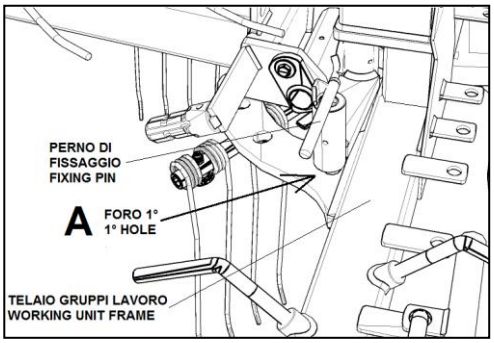

fig.2C
3. **Fig.2C** - Controllare che il telaio gruppi di lavoro sia bloccato, mediante perno a maniglia, nel foro 1° (**A**).
3. **Fig.2C** - Verify that the working unit frame is locked, by means the handle pin, in 1st hole (**A**).